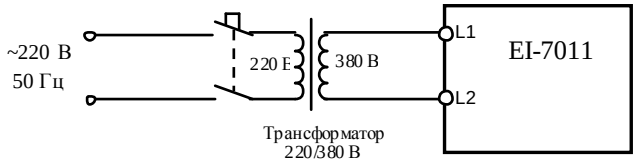

Рис. 4.13. Подключение ПЧ к электросети 1Ф ~220 В через трансформатор 220/380
4.7.2. Подать напряжение питания 3Ф ~380 В на преобразователь (или 1Ф ~220 В при использовании трансформатора 220/380, согласно рис. 4.13). Установить опорную частоту 50 Гц и подать команду «Пуск» двигателя. Визуально проверить вращение вентиляторов.
4.8.1. Подключить преобразователь **EI-7011-001H...007H** к электросети 3Ф ~380 В (или к электросети 1Ф ~220 В через трансформатор 220/380 В, как показано на рис. 4.13).
4.9.1. Подключить три лампы (~220 В, 40-100 Вт), соединённые по схеме «Звезда» к выходным клеммам U, V, W преобразователя частоты. Подать питание ~380 В 3Ф (или ~220 В 1Ф через трансформатор 220/380 В (см. рис. 4.13)).